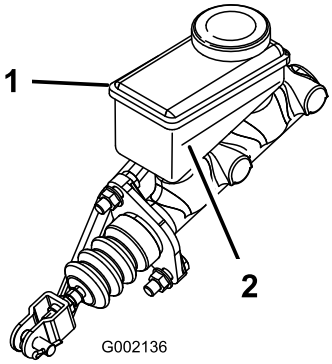

Figuur 18
3. Kijk naar de omtreklijn van het vloeistofpeil aan de zijkant van het reservoir (Figuur 18).
B. Giet DOT 3 remvloeistof in het reservoir tot het vloeistofpeil boven de Minimum-lijn staat (Figuur 18).